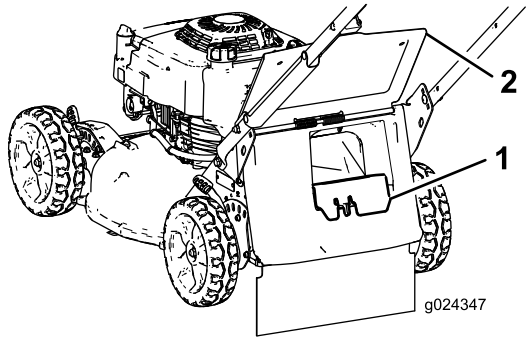

Figur 17
- Om den bakre utkastarpluggen inte har monterats tar du tag i dess handtag, öppnar den bakre luckan och för in pluggen i den bakre utkastaren tills spärren låses på plats (Figur 17).
3. Ta bort den bakre utkastarpluggen genom att trycka in spärren med tummen och dra ut pluggen från maskinen (Figur 17).